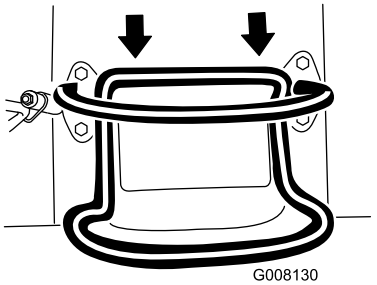

Figuur 8
- Om achteruit te rijden, beweegt u de tractiehendel naar achteren (Figuur 8). **Kijk bij het achteruitrijden altijd naar achteren en houd uw handen op de referentiebalk.**